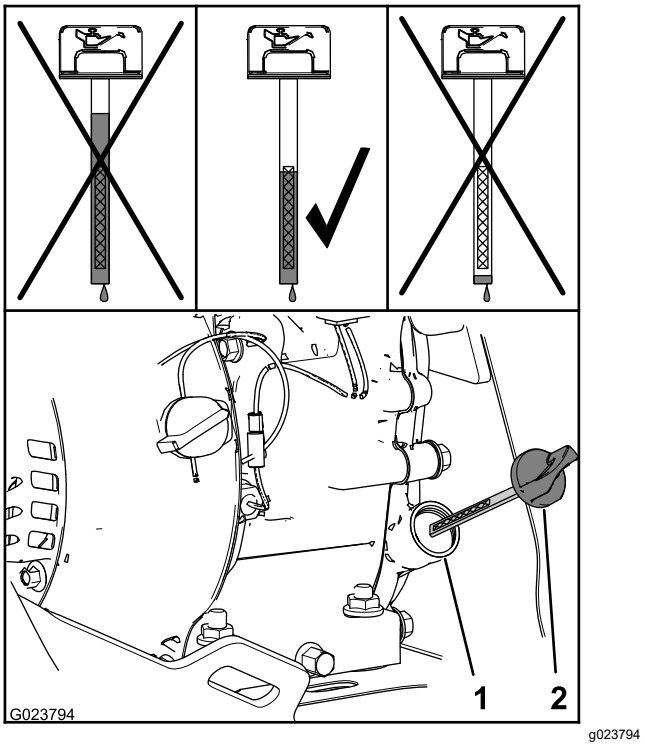

**Figure 28**
2. Sortez de nouveau la jauge et contrôlez le niveau d'huile (Figure 28).
**Remarque:** Le niveau d'huile doit atteindre le haut du repère sur la jauge (Figure 28).
A. Versez de l'huile spécifiée dans le goulot de remplissage (Figure 28).